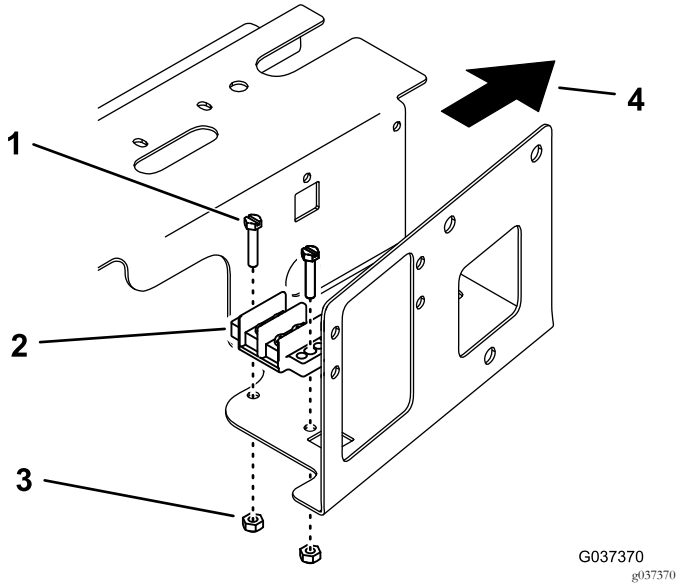

**Figuur 3**
2. Monteer het aardingsblok aan de onderkant van het compartiment met 2 schroeven en 2 borgmoeren (Figuur 3).